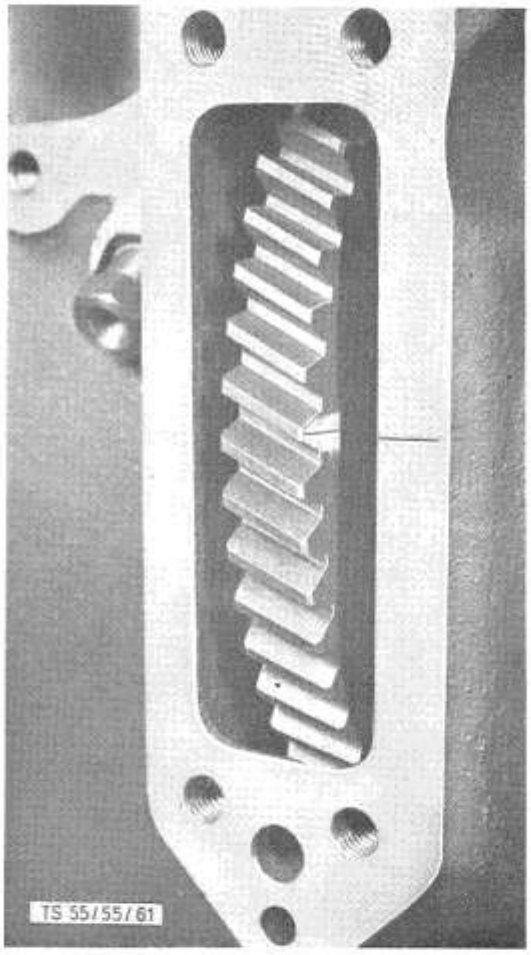

Bild 57: **Strichmarkierung am Nockenzahnrad**
b) Nockenwellenzahnrad so drehen, daß seine Markierung mit der am Motorgehäuse übereinstimmt (Bild 57).
d) Kontrollieren, ob beim O. T. am ersten Zylinder Zahnrad-Markierung mit Motorgehäuse-Markierung übereinstimmt (Bild 57).